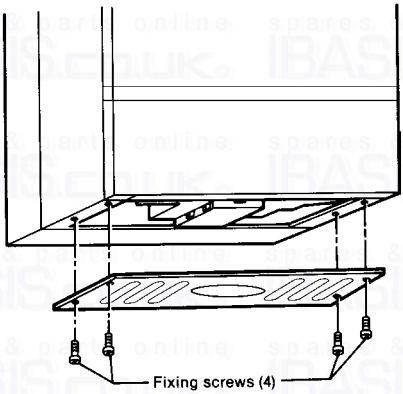

Fig. 11
5.2 Remove the boiler base plate, four screws (fig. 11). Remove the plugs fitted to the boiler water connections.